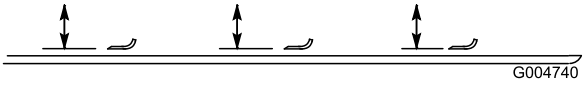

Figur 85
2. Rotera kniven tills ändarna är riktade framåt och bakåt, och mät från klippdäckets insida till knivseggens spets (Figur 85).